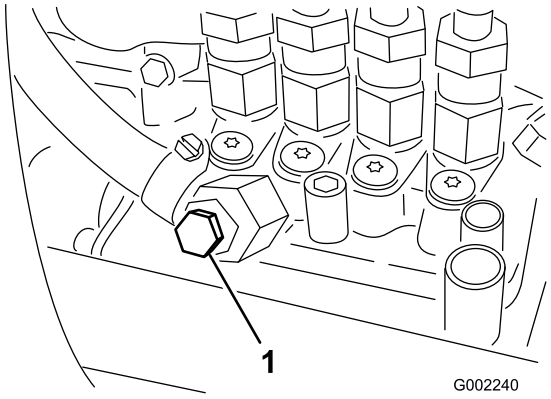

Figuur 42
7. Draai de ontluchtschroef op de brandstofinjectiepomp open (Figuur 42).